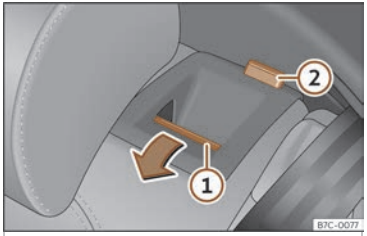

Fig. 108 Asento traseiro:abater o respaldo.
• Prema a tecla de desbloqueo ››› **fig. 108** ① cara adiante e, ao mesmo tempo, abata o respaldo. O respaldo traseiro está desbloqueado cando aparece unha marca vermella na tecla ②.
O respaldo traseiro está desbloqueado cando aparece unha marca vermella na tecla >>> **fig. 108** ②.